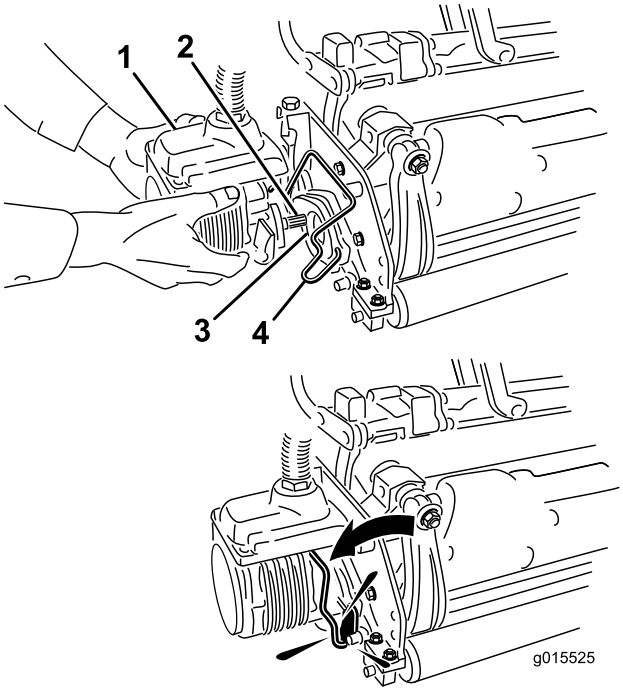

**Figur 38**
6. Stryk på rent fett på klippenhetsmotorns räfflade axel (Figur 38).
7. För in motorn på vänster sida av klippenheten (sett från förarsätet) och dra motorfäststaget på klippenheten mot motorn tills du hör ett klickljud från båda sidorna av motorn (Figur 38).